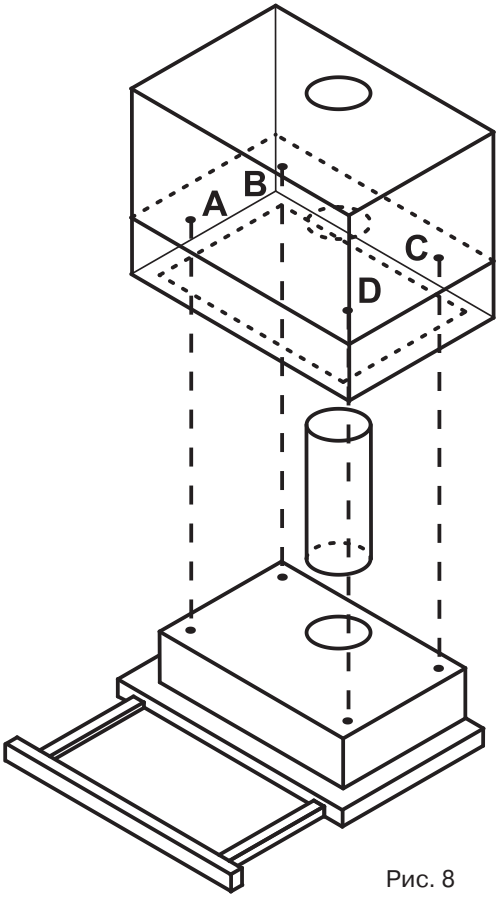

Рис. 8
1. В верхней части корпуса вытяжки имеется четыре отверстия, в которые вставлены пластиковые втулки. Эти отверстия используются для крепления вытяжки к подвесному шкафчику (см. рис. 8).